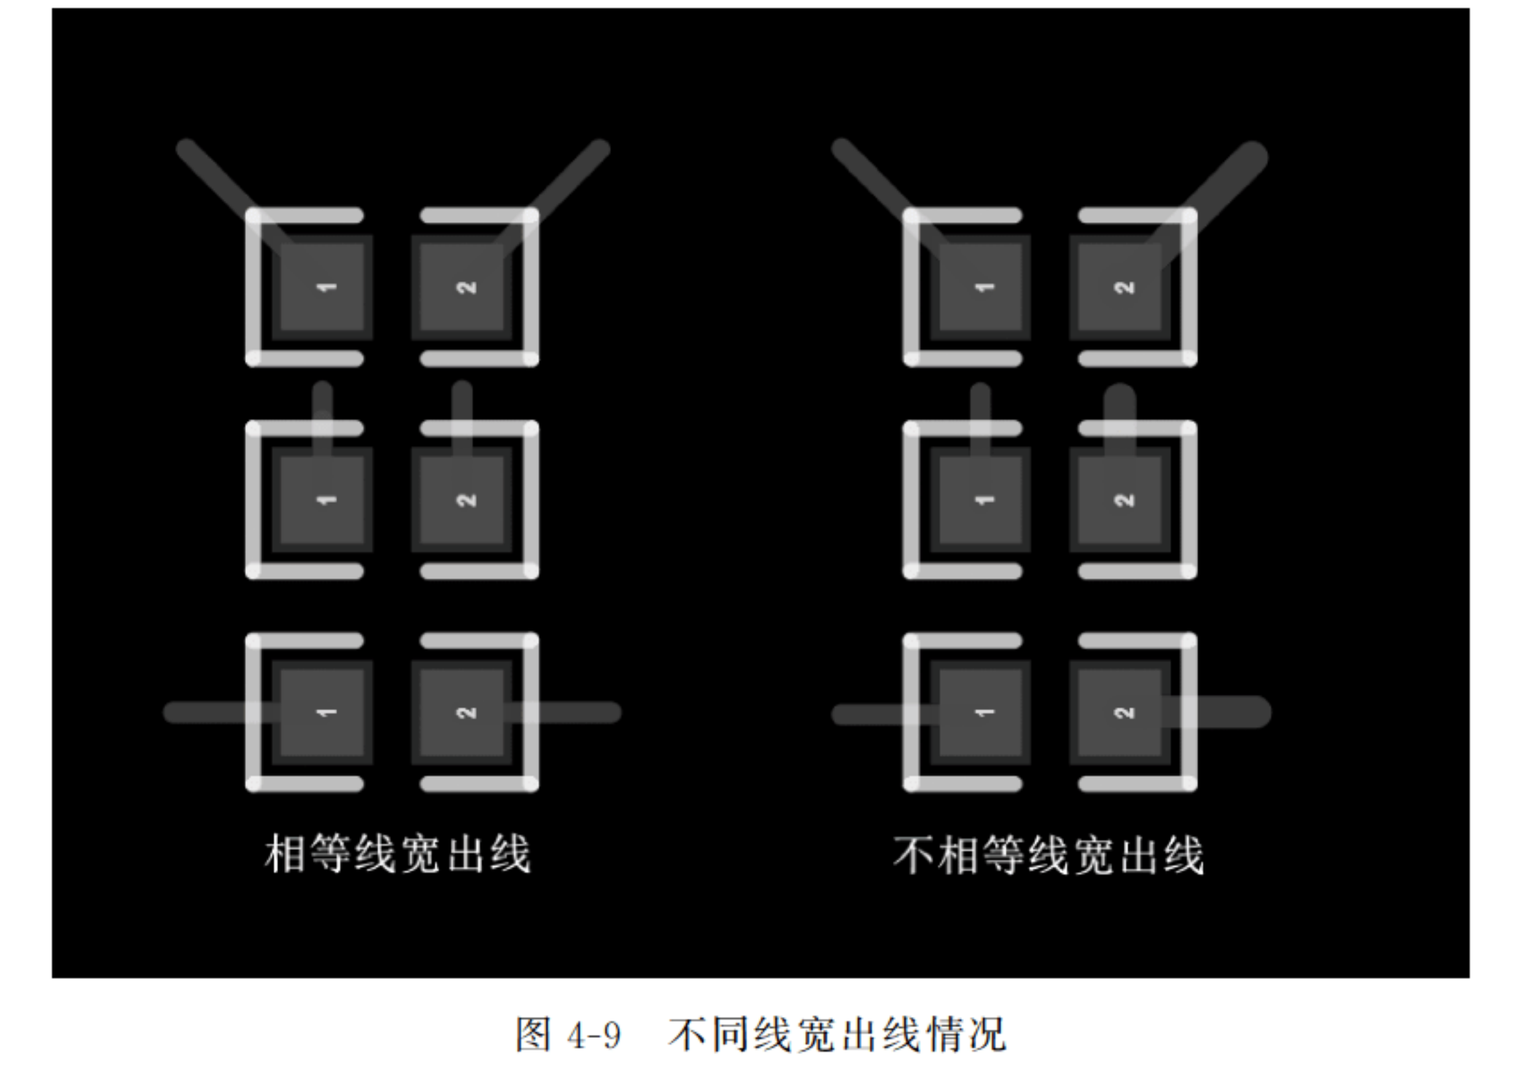

图4-9 不同线宽出线情况
(1) 为满足国内板厂的生产工艺能力,常规走线线宽≥4mil(特殊情况下可用3.5mil),小于4mil会极大地挑战工厂的生产能力,报废率将会提高。
(2) 走线不宜走直角或锐角走线。直角和锐角在折角处的线宽会有所变化,造成阻抗不连续,会产生一定的信号反射;同时,锐角走线在腐蚀加工过程中,其折角处会形成"酸角",增强腐蚀性,会因腐蚀过度造成走线开路的问题。
(3) 尽量使用直线或45°走线,避免任意角度的走线,以免在线路蚀刻时出现问题。
(4) 线路与Chip元件连接时,原则上可以在任意点连接。但对采用回流焊进行焊接的Chip元件,最好按以下原则设计。
① 对于两个焊盘安装的元件,如电阻、电容,与其焊盘连接的印制线最好从焊盘中心位置等线宽出线,对线宽≤12mil的引出线可以不考虑此条规定,如图4-9所示。线宽宽度最大不超过焊盘边长较小值。